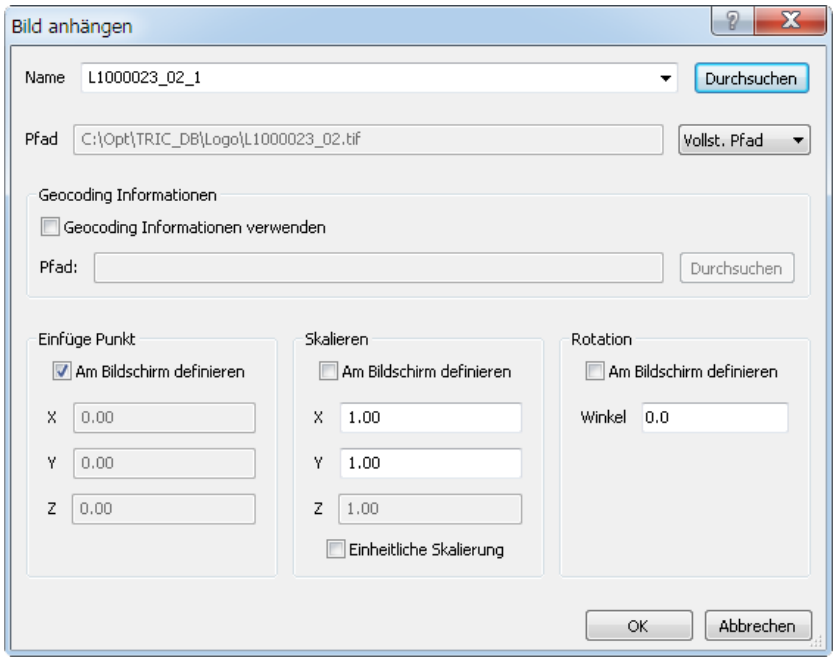

Bild 26.10 – Einfügen eines Pixelbildes als Logo
- Wählen Sie im Menü *Einfügen, Bild anhängen*. Die gleichnamige Dialogbox erscheint (Abb. 26.10).
- Stellen Sie in der Dialogbox *Bild anhängen* sicher, dass die Option *Vollständiger Pfad* gewählt ist. Andernfalls wird das Bild beim Importieren der Logos in eine andere TRIC-Installation möglicherweise nicht mehr gefunden. Die Skalierung- und Rotationsfelder sollten auf ihren Neutralwerten stehen (vgl. Abb. 26.10).